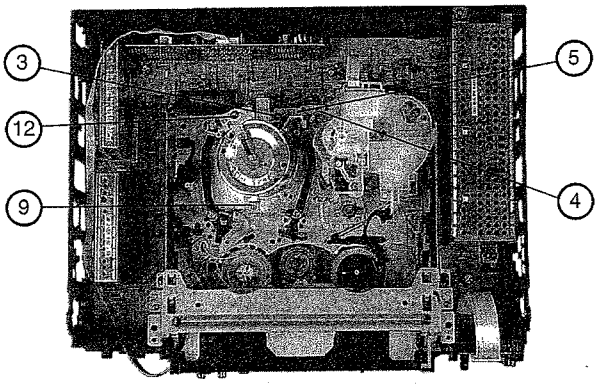

*fig. 6*
*(Abb. 6)*
- Schraube (12) und Antistatikbürste entfernen.
- Die Schrauben (3), (4) und (9) sowie die Metallteile entfernen.
- In umgekehrter Reihenfolge zum Ausbau vorgehen und dabei vor dem Befestigen von Teil (5) die Trommel leicht gegen den Abwickelteller drücken.
*(fig. 6)*
- Remove screw (12) and the anti-static brush.
- Remove screws (3), (4) and (9) and metal parts.
- Perform removal operations in reverse order by pushing the drum slightly towards the supply reel before securing the part (5).